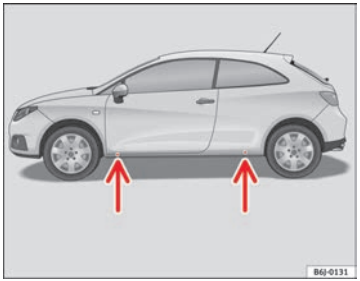

Fig. 124 Jack position points
– Locate the jacking point under the door sill closest to the wheel to be changed ⇒ fig. 124.
Recesses at the front and rear of the door sills mark the jacking points ⇒ fig. 124. There is only one jacking point for each wheel. Do not fit the jack anywhere else.